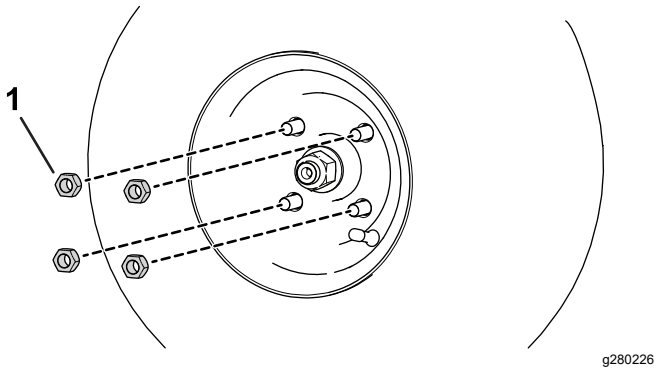

Figuur 60
A. Maak de wielmoeren los en verwijder ze (Figuur 60).
B. Monteer de wielmoeren (Figuur 60).